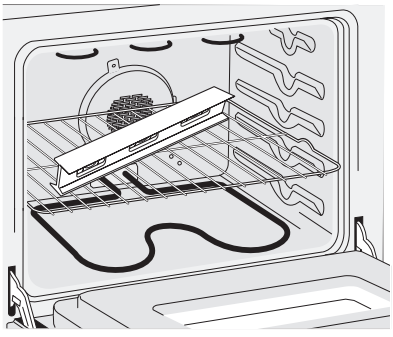
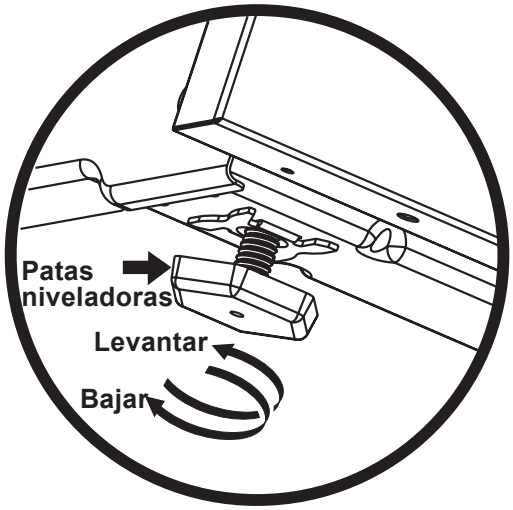

Figura 10
Figura 16
3. Verifique si la cocina está nivelada colocando una parrilla en el centro del horno y poniendo un nivel sobre esta (figura 10).
2. Ponga un nivel sobre la parrilla (figura 10). Tome dos lecturas con el nivel puesto diagonalmente en una dirección y después en la otra. Nivele la estufa, si es necesario, ajustando las 4 patas niveladoras con una llave de tuercas (figura 16).